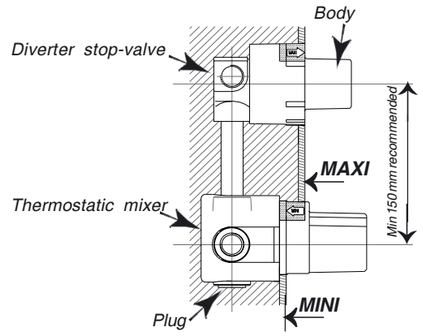

Fig. 1
To connect to lower outlet of thermostatic mixer, remove plug (Fig. 1), and screw it to upper outlet (if not used).
After encasing faucet and removing body (see Fig. 1 and 2):
- Complete assembly (see Fig. 1 and 2).